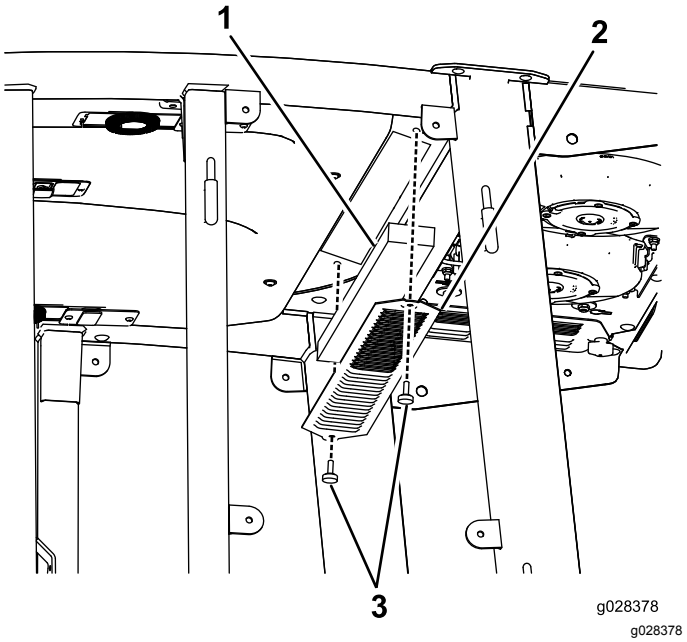
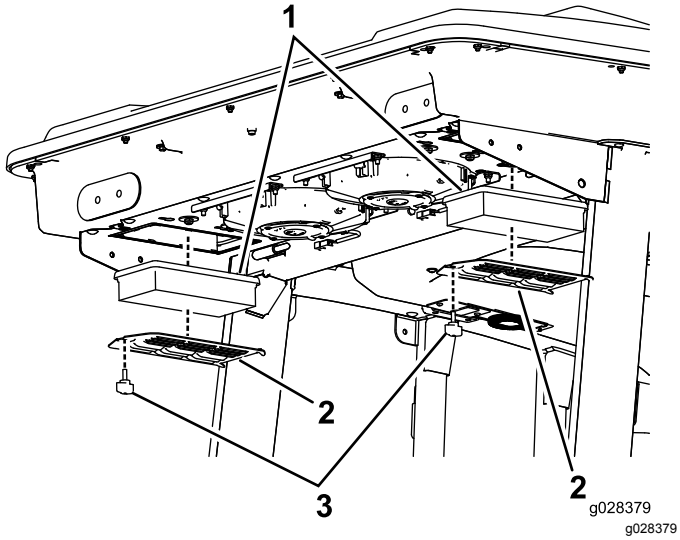
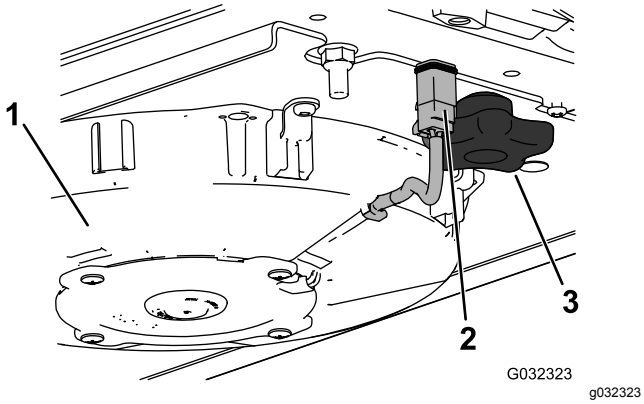
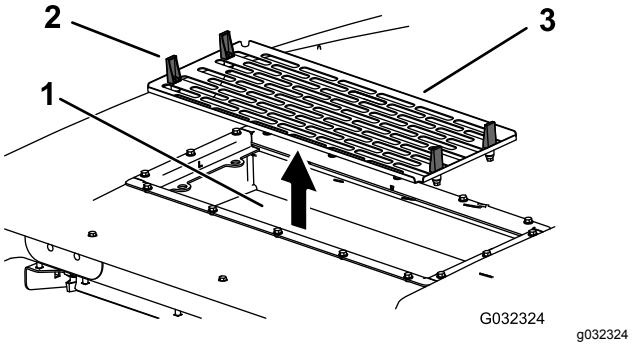

Figur 113
Figur 114
Figur 115
Figur 116
1. Ta ut skruene og fjern ristene over luftfiltrene både inni og bak førerhuset (Figur 113 og Figur 114).
5. Fjern luftfiltrene (se Figur 114).
7. Monter luftfiltrene, skjermen og vifteenheten (Figur 114, Figur 115 og Figur 116).
8. Koble til kabelen for hver vifte (Figur 115).